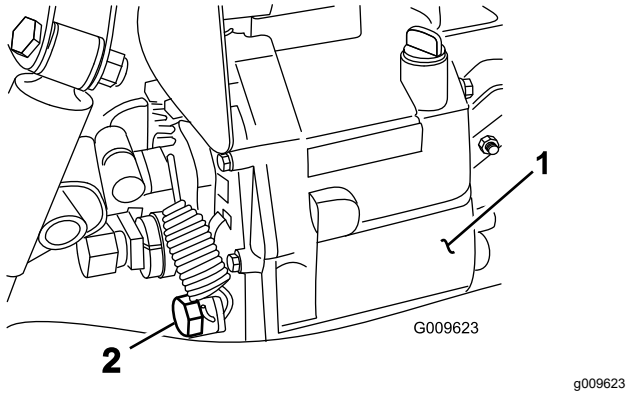

Figur 70
4. Fjern aftapningsproppen fra siden af beholderen, og lad hydraulikvæsken løbe ud i en drænbakke (Figur 70).